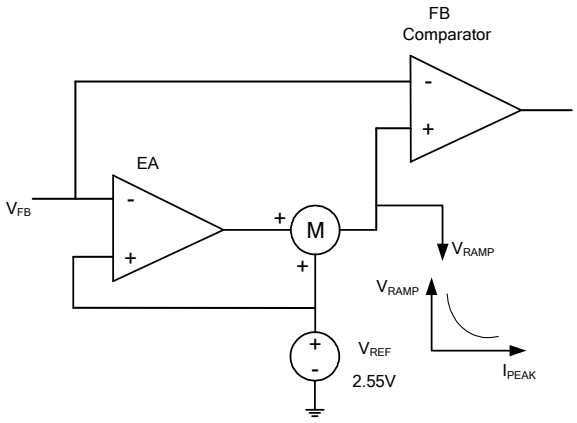

Figure 4: EA and Ramp Compensation
The MP172A has an internal error amplifier (EA) compensation loop (see Figure 4). It samples the feedback voltage 6µs after the MOSFET turns off, and regulates the output based on the 2.55V reference voltage.
An internal ramp compensation circuit improves the load regulation. An exponential voltage signal is added to pull down the feedback comparator's reference voltage (see Figure 4). The ramp compensation is a function of the load conditions: the compensation is about 1mV/µs under full-load conditions. The compensation increases exponentially as the peak current decreases.